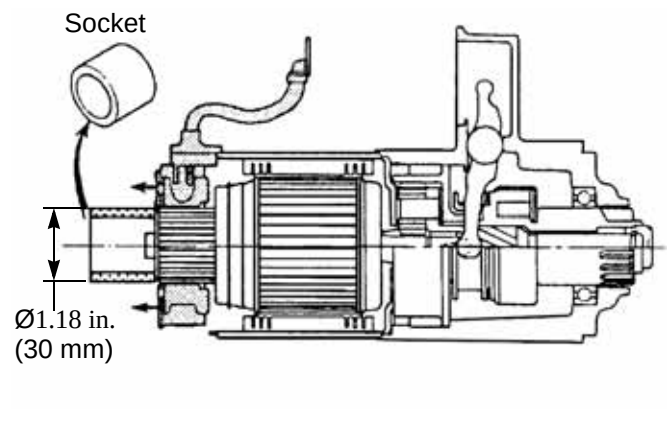

Fig. 5-27
1. Remove switch terminal nut ① and disconnect connecting wire ②. Remove screws ③ securing switch and remove switch and plunger ④.
2. Remove brush holder securing screws ⑤ and through bolts ⑥. Remove rear bracket ⑦ but do not remove brush holder ⑧.
3. Install a socket (outer diameter 1.18 in.(30mm)) on the armature commutator, see page 5-14, Fig. 5-27. Then slide the brush holder ⑧ onto the socket. Leave the socket in position in the brush holder for inspection and reassembly.
4. Slide yoke ⑨ away from front bracket ⑩.
5. Remove armature ⑪ and ball ⑫. Do not lose ball when removing the armature.